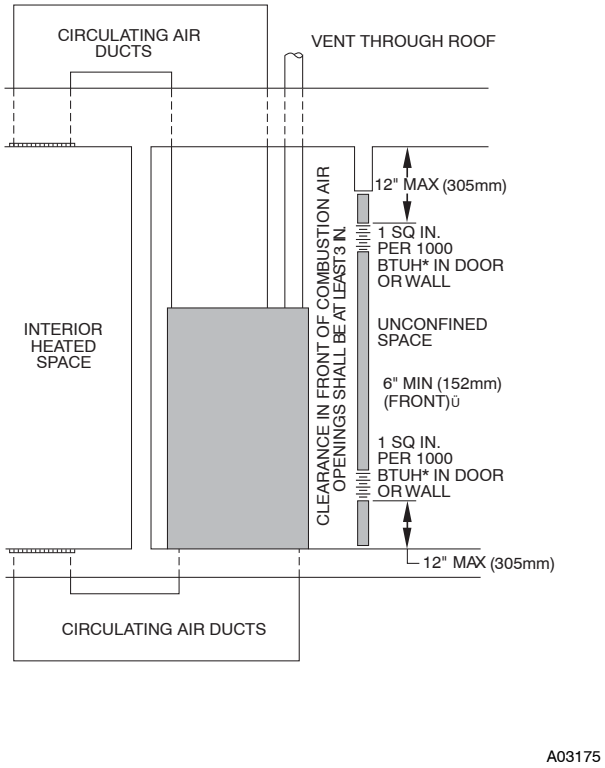

**Fig. 19 - Air for Combustion, Ventilation, and Dilution from Indoors**
b. Combining spaces on same floor level. Each opening shall have free area of at least 1 in.$^2$/1,000 Btuh (2,000 mm$^2$/kW) of the total input rating of all gas appliances in the space, but not less than 100 in.$^2$ (0.06 m$^2$). One opening shall commence within 12 in. (305 mm) of the ceiling and the second opening shall commence within 12 in. (305 mm) of the floor. The minimum dimension of air openings shall be at least 3 in. (76 mm). (See Fig. 19.)